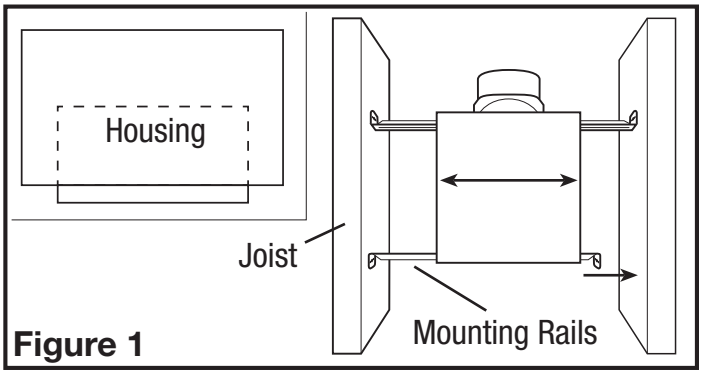
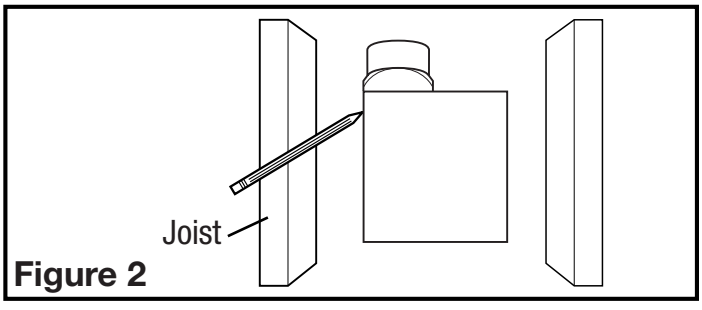

Figure 1
Figure 2
1. Install the rails into the mounting channel on the housing. Center the mounting channel in the slots on the housing, then from inside the housing tighten the mounting channel screws so the channel is securely in place. Position the housing next to the joist. Line up housing so that it will be flush with the finished ceiling. Secure the ends of the rails with screws or nails (not included) to the joists and slide the housing into the final position **(Figure 1).**
1. Set housing in position between the joist and trace an outline onto the ceiling material **(Figure 2).** Set housing aside and cut opening, being careful not to cut or damage any electrical or other hidden utilities. Install the rails into the mounting channel on the housing. Center the mounting channel in the slots on the housing, then from inside the housing tighten the mounting channel screws so the channel is securely in place. Position the housing in the previously cut hole so that it is flush with the finished ceiling. Secure the ends of the rails to the joists **(Figure 1).**